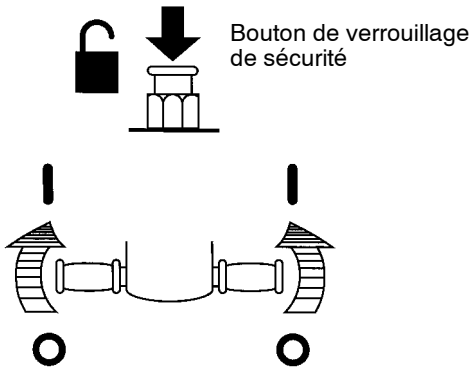

FIG. 5
5. Pour démarrer le brossage, tenez fermement les poignées, appuyez sur le bouton de verrouillage de sécurité et inclinez les poignées vers l'avant. Une fois que la machine démarre, relâchez le boutons de verrouillage de sécurité (Figure 5).